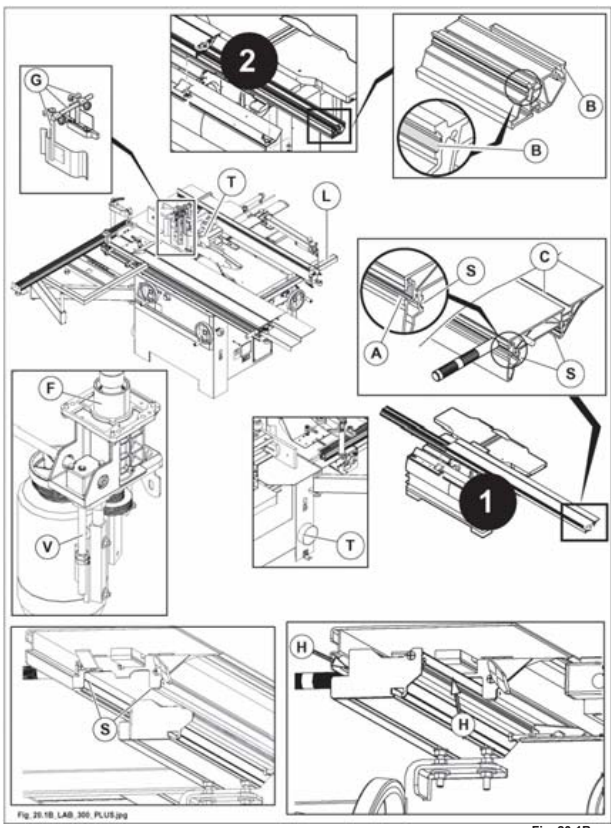

Fig. 20.1B
- Le cuffie di aspirazione (T fig. 20.1B), controllando che non vi siano occlusioni.
- Con il vagone in posizione 1 (tutto in entrata) fig. 20.1B, poi in posizione 2 (tutto in uscita), pulirne le guide inferiori ed in particolare modo i punti indicati dalle frecce (H fig. 20.1B), per una profondità di 15 cm.
- Le guide (A fig. 20.1B) del telaio a squadrare.
- La barra (L fig. 20.1B) della guida di larghezza.
- Le guide di scorrimento (S fig. 20.1B) del vagone e (B fig. 20.1B) della rotaia.
- La scanalatura di scorrimento (C fig. 20.1B) usando un pennello imbevuto di solvente adatto e non pericoloso.
- Il cilindro di scorrimento dell'albero (F fig. 20.1B).
- Aste di scorrimento (G fig. 20.1B) del gruppo pressatori.
- La vite di sollevamento (V fig. 20.1B) dell'albero toupie.
- le guide di scorrimento del vagone (S fig. 20.1B) e della rotaia (B fig. 20.1B).